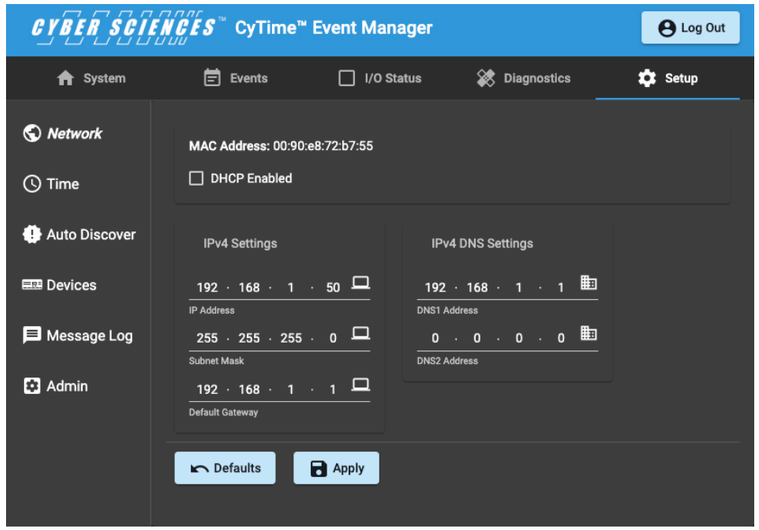

Figure 9. Setup Page
7. Navigate to the 'Setup' page *(figure 9)*. Here you will set up the network. Click the 'Network' tab on the far left of the Setup page *(figure 10)*. Enter the IP credentials of your network, and hit 'Apply'. The CyTime Event Manager will then re-boot. Once the unit has re-booted, then log into the unit with the existing IP address again, or the NEW IP address if you've just programed a new IP address into the unit.